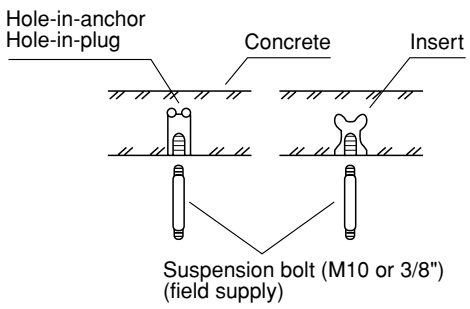
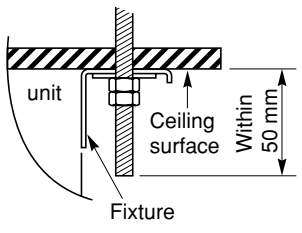

**Fig. 3-38**
**Fig. 3-40**
(2) Drill holes at the 4 points indicated on the full-scale diagram.
(3) Depending on the ceiling type:
a) Insert suspension bolts as shown in Fig. 3-38.
(4) Screw in the suspension bolts, allowing them to protrude from the ceiling as shown in Figs. 3-38 and 3-39. The distance of each exposed bolt must be of equal length within 50 mm. (Fig. 3-40)